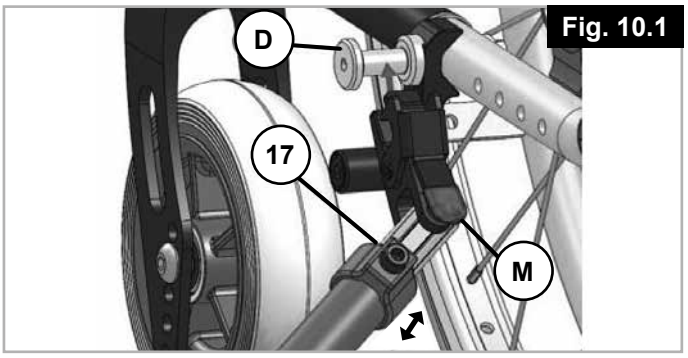

Fig. 10.1
10.1 Fixation du dispositif de propulsion sur le fauteuil (Fig. 10.1)